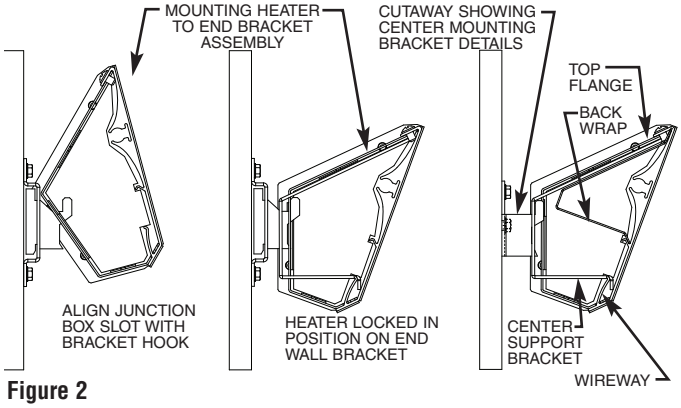

**Figure 2**
4. To mount cove heater, attach center support bracket to the center wall bracket by tilting the heater back and allowing the upper slot to fall onto the bracket hook per Figure 2. Attach the junction boxes to the end wall brackets in a similar manor. Bring the cove heater forward to lock into place.
4. To mount cove heater, attach center support brackets to the center wall brackets by tilting the heater back and allowing the upper slot to fall onto the bracket hook per Figure 2. Attach the junction boxes to the end wall brackets in a similar manor. Bring the cove heater forward to lock into place.